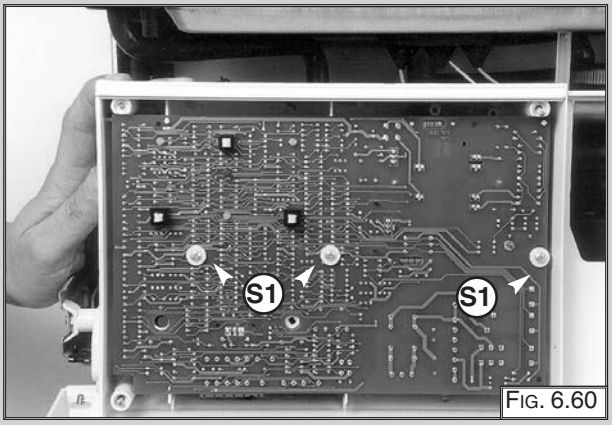

FIG. 6.60
7. Remove the screws “S1” and remove the P.C.B. (FIG. 6.60).